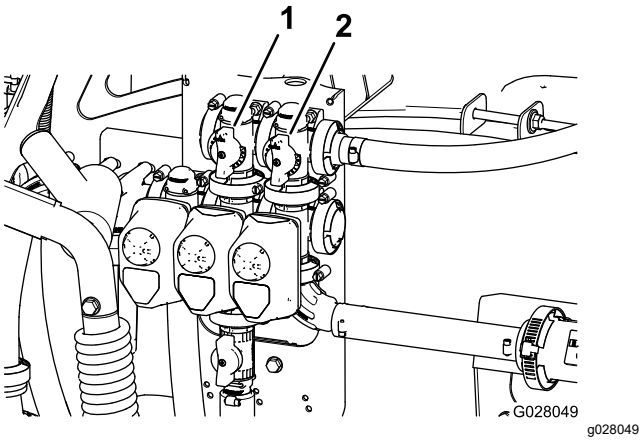

Figur 23
11. Justera omrörningsöverströmningsventilen (Figur 23) på baksidan av omrörningsventilen tills tryckmätaren visar 6,9 bar.
9. Använd handtaget till sektionens huvudöverströmningsventil för att styra omrörningen i tanken (Figur 23).